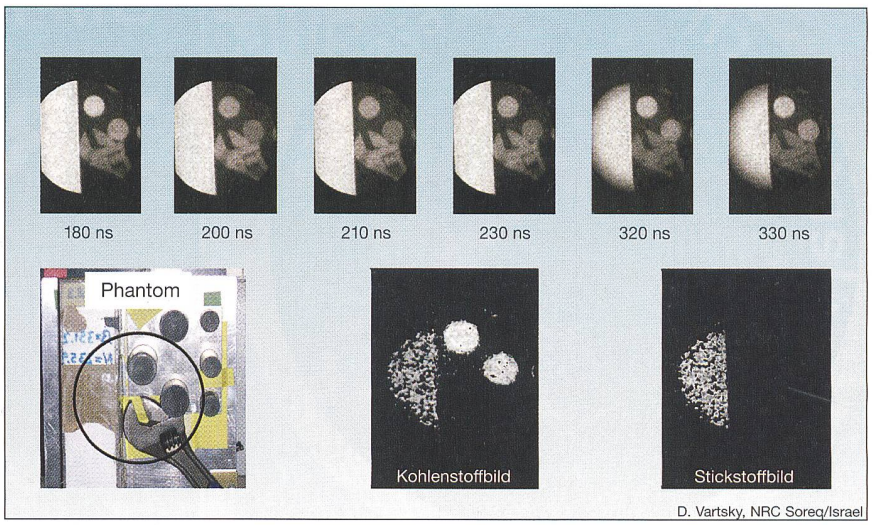

Bild 11 Radiografie bei unterschiedlichen Energien
diesen Verstärker wiederum lässt sich die Belichtung sehr schnell steuern – bis hinunter zu wenigen Nanosekunden. Durch Wahl des Belichtungszeitpunkts und der Dauer kann ein Energiebereich gezielt aufgenommen werden. Das Bild im Ausgang des optischen Bildverstärkers wird über eine CCD-Kamera über viele Neutronenpulse integriert und dann ausgelesen. Bild 11 zeigt eine Bilderserie, bei der eine Probe sequenziell bei verschiedenen Energien durchleuchtet wurde. Anschliessend wurde die Verteilung des Stickstoffes (N) und des Kohlenstoffes (C) durch mathematische Verfahren bestimmt.